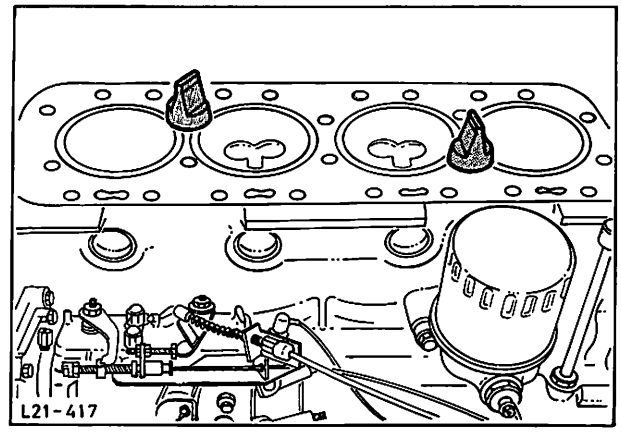
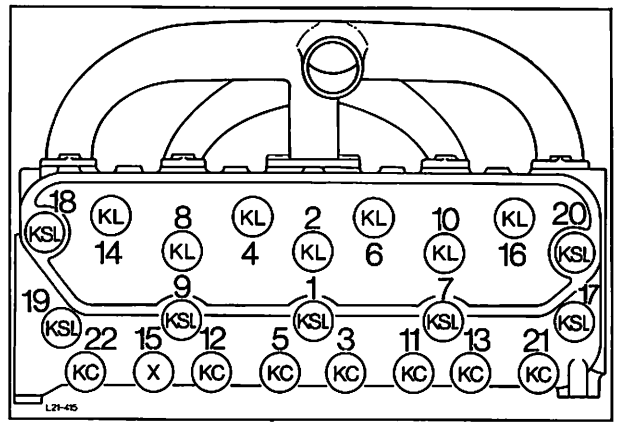

Abb. 110 Zylinderlaufbüchsen mit Spezialwerkzeug 21-088 sichern
Abb. 111 Anzugsreihenfolge – Zylinderkopf
12. Zylinderkopfschrauben (22 Stück) herausdrehen, dabei den Zylinderkopf in umgekehrter Reihenfolge wie beim Anziehen lösen (Anzugsreihenfolge siehe Abb. 111). Zylinderkopf komplett mit Ansaug- und Auspuffkrümmer abheben, anschließend Dichtung abnehmen und Zylinderlaufbüchsen mit Spezialwerkzeug 21-088 sichern, Abb. 110.
Zylinderkopf mit Spezialwerkzeug 21-087 und vorgeschriebenem Drehmoment in drei Stufen (siehe Technische Daten) und in der Reihenfolge wie in Abb. 111 gezeigt anziehen.
Die Zylinderkopfschrauben sind auf dem Kopf wegen der unterschiedlichen Länge gekennzeichnet, Abb. 111.